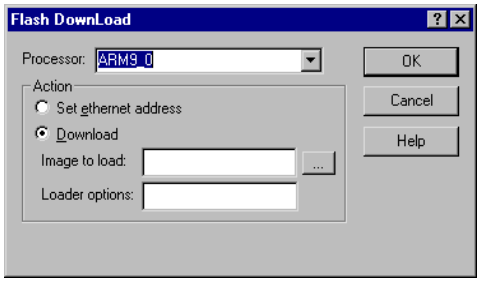

**Figure D-1 Flash DownLoad dialog**
1. Select **Flash Download…** from the **File** menu. The Flash DownLoad dialog is displayed (Figure D-1).
- From AXD, select the **Set ethernet address** button in the Flash DownLoad dialog (see Figure D-1 on page D-4).